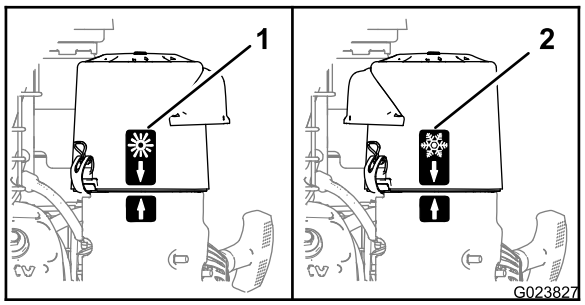

Figur 8
- När maskinen används under **förhållanden med kall luft** (kall lufttemperatur och hög luftfuktighet) ska du vrida luftrenarkåpan så att dekalen med snöflingan är vänd utåt (Figur 8).
- När maskinen används under **förhållanden med normal lufttemperatur** ska du vrida luftrenarkåpan så att dekalen med solen är vänd utåt (Figur 8).